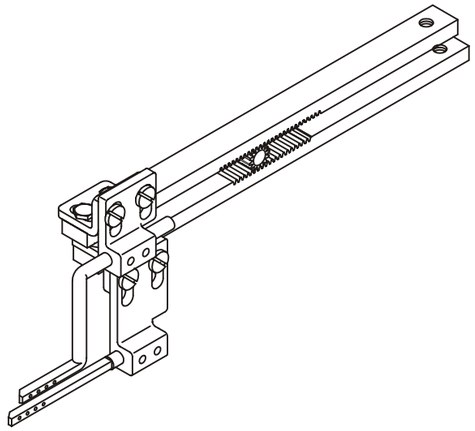

Fig. 31
4. La barra para el ribete decorativo superior guía al ribete decorativo inferior mediante un pequeño engranaje. (Fig 31)